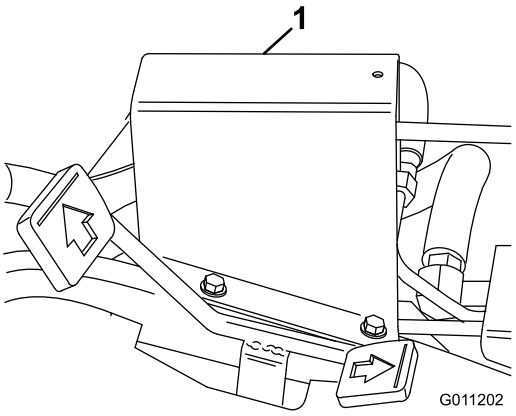

Figur 41
1. Placera spolarna 1, 2 och 3 i neutralläget (mitten av banan) och ta bort överföringsstångens skydd från fotpanelen (Figur 41).